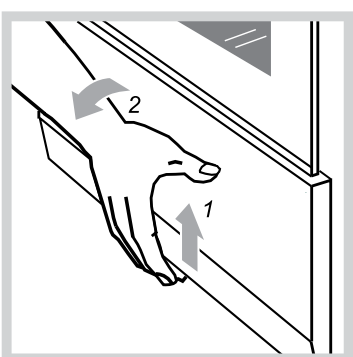

Рис.4
- Плиты выпускаются двух исполнений: с выдвижным ящиком и с откидной дверцей. Чтобы открыть дверцу, ее нужно приподнять вверх и наклонить на себя (рис.4).